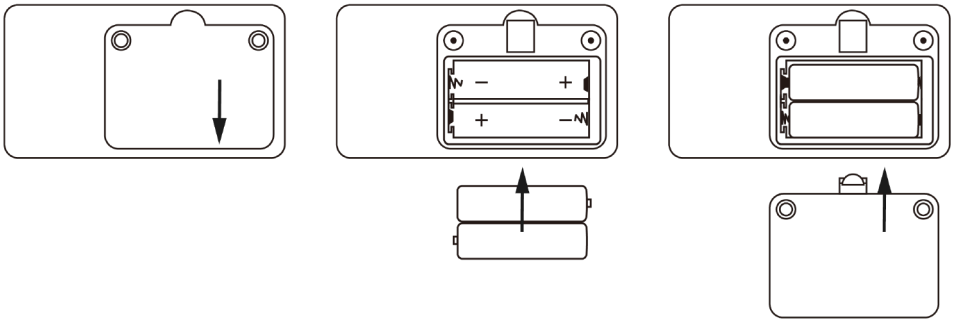

Figura 3. Installazione batterie
A. Fare riferimento alla Figura 3. Usare un cacciavite per svitare le due viti del vano batterie sul retro del prodotto e aprire il coperchio posteriore del vano batterie.